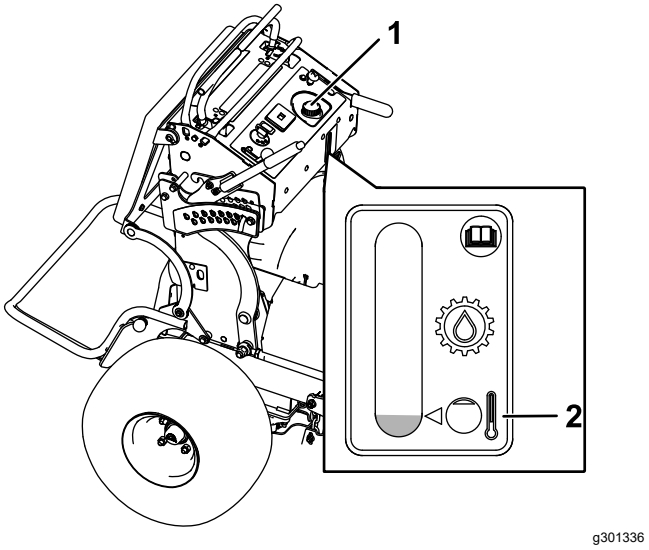

Figura 71
4. Limpie alrededor del cuello de llenado y el tapón del depósito de aceite hidráulico (Figura 71).
5. Retire el tapón del cuello de llenado (Figura 71).